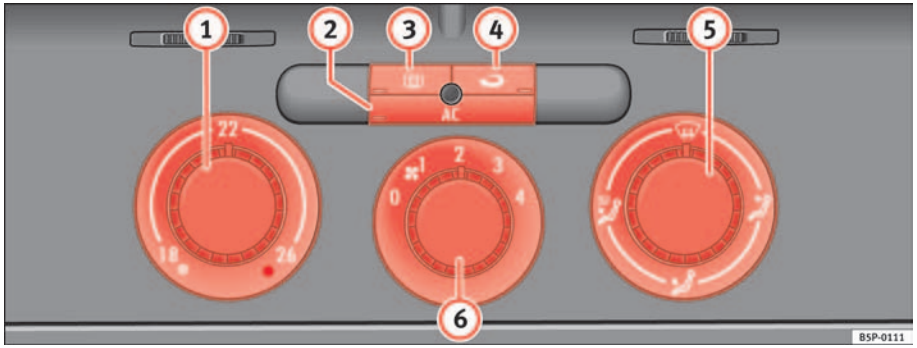

Fig. 125 On the dash panel: Climatic controls
– Turn the temperature selector ⇒ fig. 125 (1) clockwise to select the required temperature.